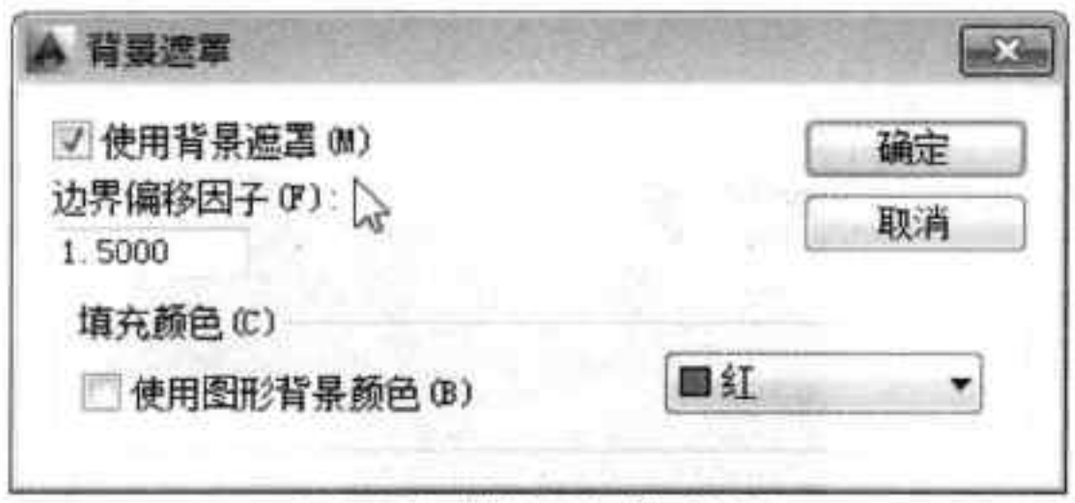

图8-23 “背景遮罩”对话框
Step 05 执行“格式>背景遮罩”命令，在“背景遮罩”对话框中，勾选“使用背景遮罩”复选框，如图8-23所示。